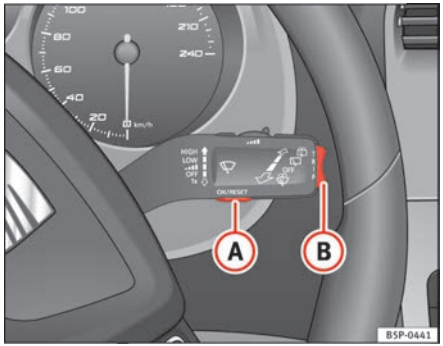
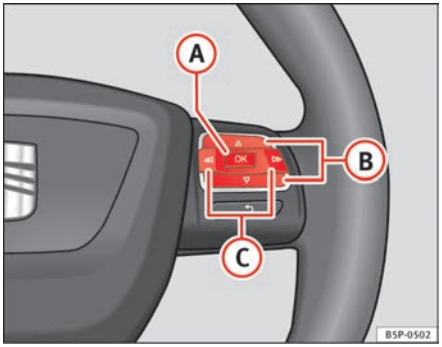

Fig. 43 Windscreen wiper lever: button A to confirm the menu selection and rocker switch B to change the menu
Fig. 44 Steering wheel controls: button A to confirm the menu selection and switch B to change the menu
– Press button (A) on the windscreen wiper lever. The **Configuration** menu is opened.
– To access the "Configuration" menu, press button (C) ⇒ page 66, fig. 44 until the menu is displayed. Now you are in this menu.
– Select option **Winter tyres** using switch (B).
– Press button (A). The menu **Winter tyres** is opened.
– Use switch (B) to select the menu entry **+10 km/h** or **-10 km/h** and press button (B) to either increase or decrease the set speed.
– Use switch (B) to select the menu point **On / Off** and press the button to switch the speed warning on or off. If the speed warning is deactivated, three dashes will be displayed **---**
– To change from one memory to another, briefly press button A ⇒ page 66, fig. 43 ⇒ page 66 on the windscreen wiper lever or the OK button on the multifunction lever ⇒ page 66, fig. 44 ⇒ page 66 while the ignition is switched on.
The following data can be viewed on the multifunction display using the rocker switch (B) ⇒ page 66, fig. 43 ⇒ page 66 on the windscreen wiper lever or by pressing button △ or ▽ ⇒ page 66, fig. 44 on the multifunction steering wheel*.